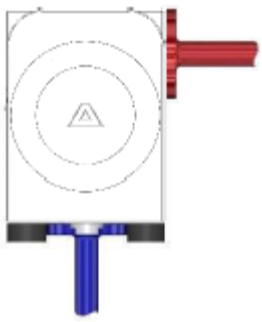

Figure 8.2
- The suction port is vertical at the bottom of the housing, and the discharge port is horizontal at the top (as shown in Figure 8.2). In order to achieve this configuration, just remove the screw plug [13] of the Center housing and fasten it to the standard horizontal suction port.